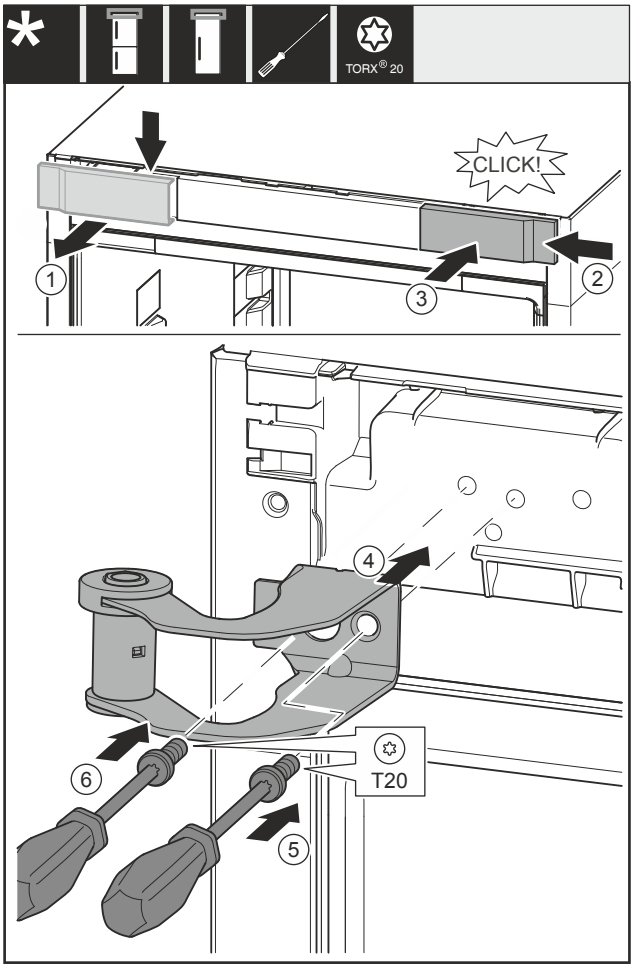

Fig. 22
- ▶ Noņemiet pārsegu *Fig. 22 (1)* no augšas uz priekšu.
- ▶ Iekabiniet pārsegu *Fig. 22 (2)*, pagrieztu par 180°, otrajā pusē no labās puses.
- ▶ Nofiksējiet pārsegu *Fig. 22 (3)*.
- ▶ Pielieciet augšējo gultņa balstu *Fig. 22 (4)*.
- ▶ Aizskrūvējiet skrūvi *Fig. 22 (5)*.
- ▶ Aizskrūvējiet skrūvi *Fig. 22 (6)*.